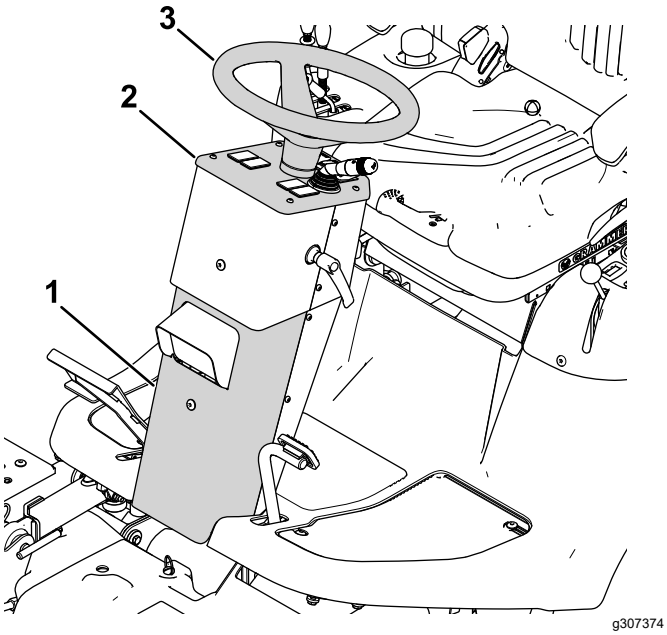

Bild 13
3. Entfernen Sie das Lenkrad, das Armaturenbrett und die Frontabdeckung (Bild 13).